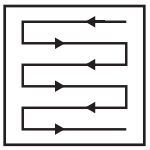

**Fig. 18**
5. Corte em linhas com ligeira sobreposição. O padrão mais eficaz para cortar relva é em linhas retas ao longo de um dos lados. Isso mantém as linhas uniformes e garante que o corte é realizado em todo o relvado, sem falhar pedaços (Fig. 18).